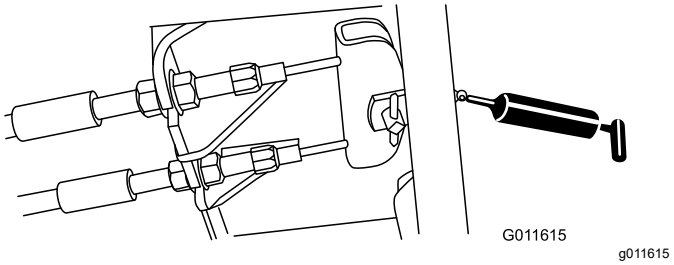

Figura 107
- Pedală de frână (1) (Figura 107)